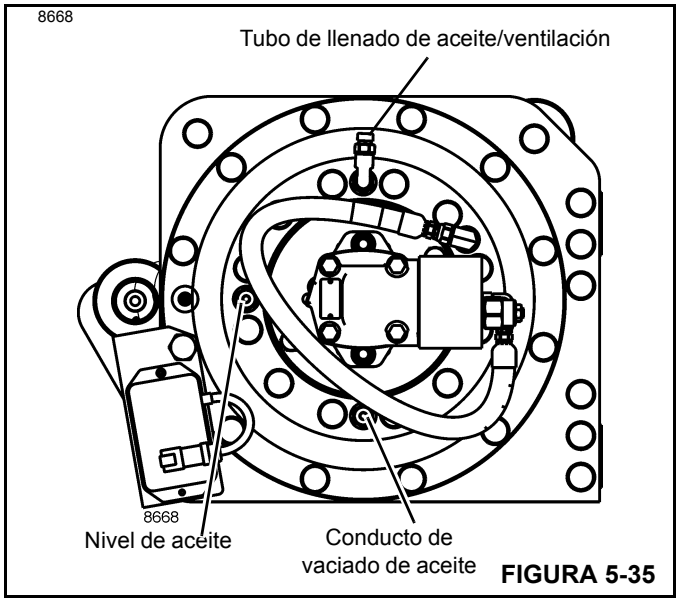

FIGURA 5-35
2. Limpie alrededor del tubo de llenado de aceite/ventilación. Retire el tubo de llenado de aceite/ventilación (Figura 5-35) y límpielo en un disolvente adecuado.
3. Limpie alrededor del tapón de llenado de aceite (Figura 5-35) y retírelo.